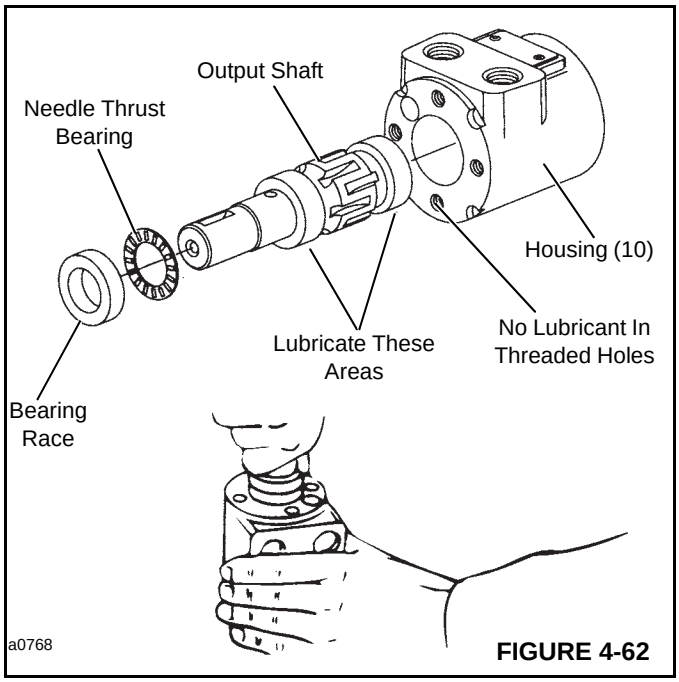

FIGURE 4-62
2. Lubricate output shaft (9, Figure 4-58) with hydraulic oil (See Figure 4-62) and install the shaft into housing (10).
3. Install needle thrust bearing (8), then bearing race (7) on shaft (9). Pull shaft partially out of housing. Push all three parts in housing (10) together (See Figure 4-62). The bearing race must rotate freely when in position.